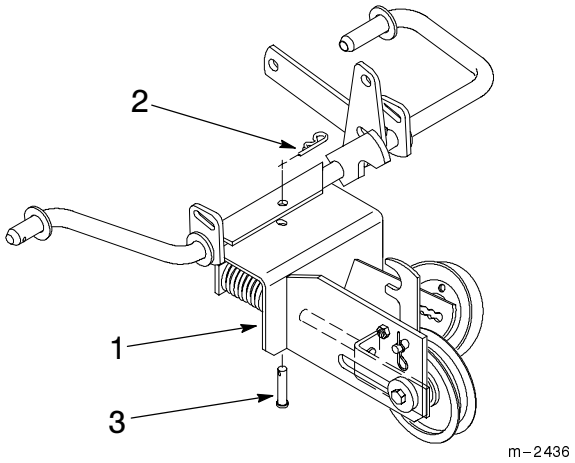

Figure 4
1. Attach the new idler support from kit to the tractor lift system using hardware furnished with old support. (Fig. 4).